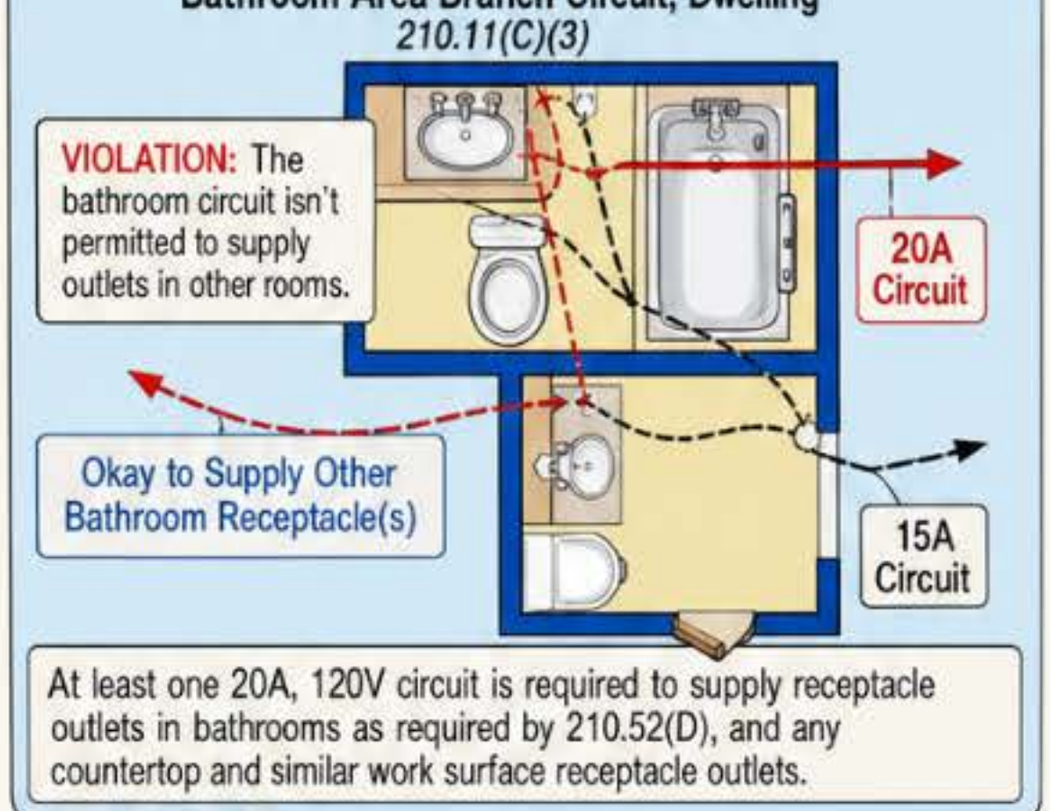

Figure 210-47
(3) Bathroom Area Circuit. At least one 20A, 120V branch circuit is required to supply the receptacle outlet(s) in the bathroom(s) as required by 210.52(D), and any countertop and similar work surface *receptacle outlets. This circuit is not permitted to supply lighting outlets or receptacle outlets in other rooms.* Figure 210-47